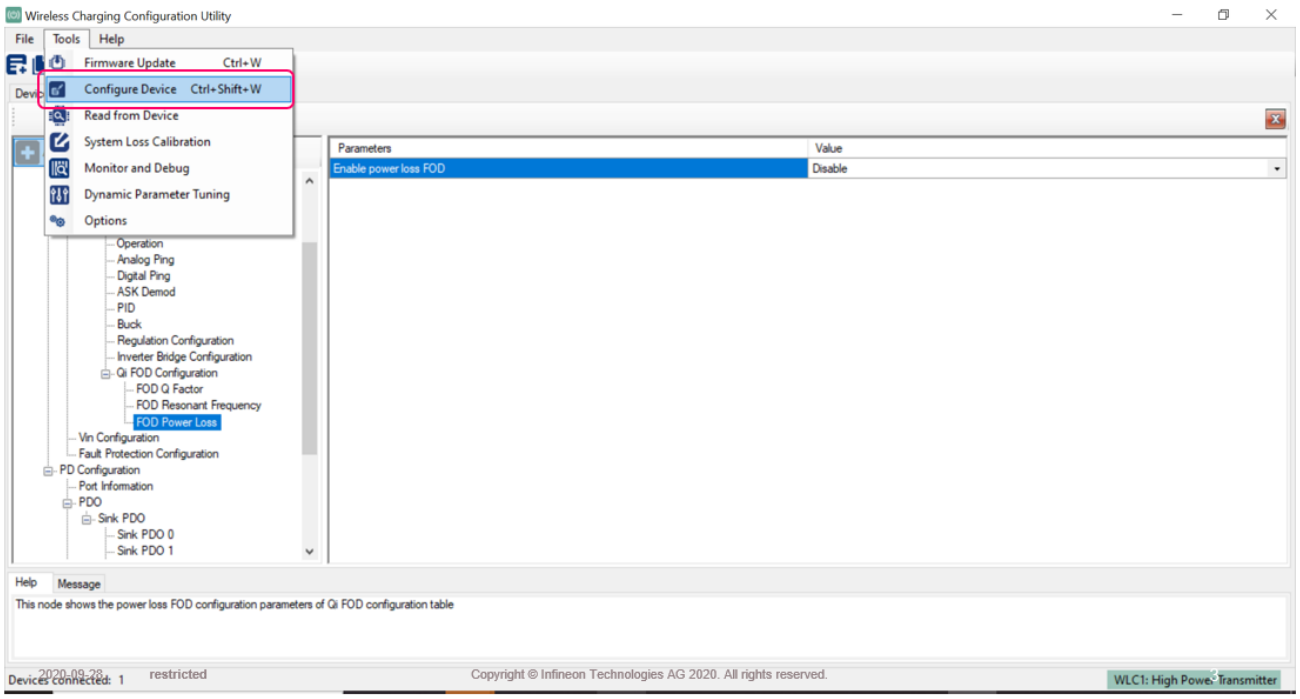

Figure 26 Selecting configure device
5. Go to Tools and select “Configure Device” (refer to **Figure 26**).